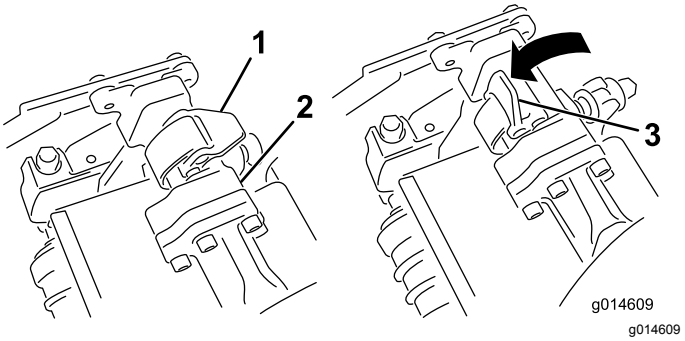
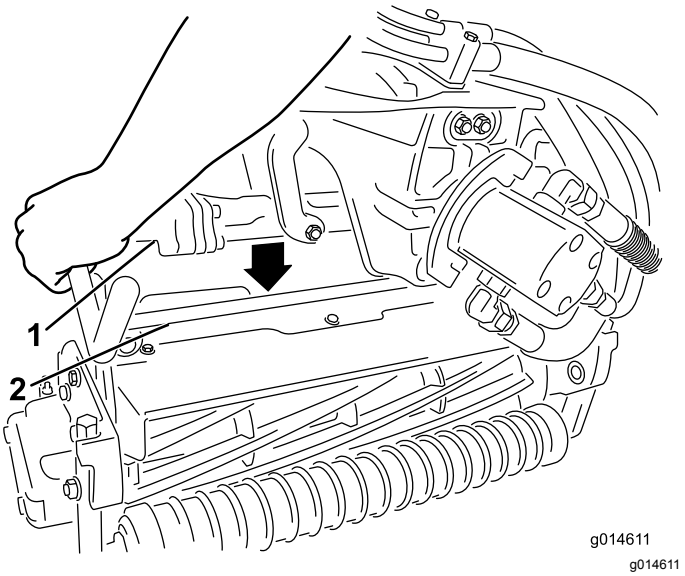

Figur 45
Figur 46
3. Mens låsehåndtagene på affjedringsarmen peger opad (dvs. er åbne) (Figur 45), skal du skubbe affjedringsarmen ned, så stangen kan sættes over tværstangen på klippeenheden øverst oppe (Figur 46).
4. Luk låsehåndtagene ned og omkring klippeenhedens stang, og lås dem på plads (Figur 45).
4. Åbn låsehåndtagene på affjedringsarmens stang på klippeenheden, som du fjerner (Figur 45).